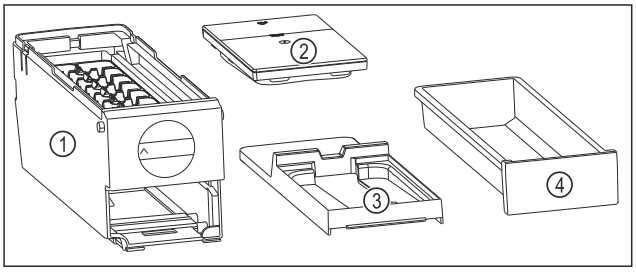

Fig. 147 Beståndsdelar i EasyTwist-Ice
▷ EasyTwist-Ice är delad i fyra delar. (se Fig. 147)
▶ Ta endast isär EasyTwist-Ice i de avbildade beståndsdelarna. (se Fig. 147)
▶ Rengör EasyTwist-Ice-enheten *Fig. 147 (1)* i sin helhet.